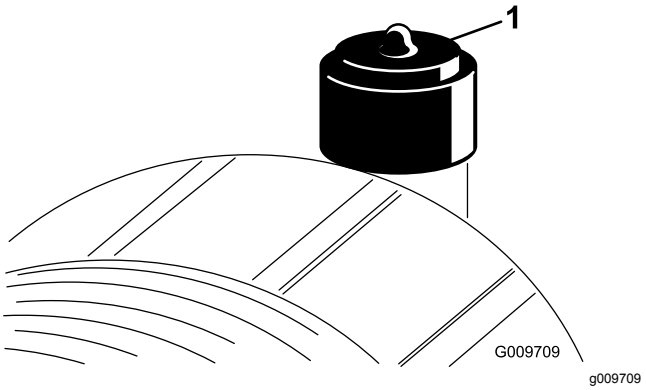

Figuur 49
Geef het luchtfilter uitsluitend een onderhoudsbeurt als de onderhoudsindicator (Figuur 49) dit aangeeft. Als u het luchtfilter vervangt voordat dit nodig is, wordt alleen maar de kans vergroot dat er vuil in de motor komt als u het filter verwijdert.
10. Stel de indicator (Figuur 49) opnieuw in als deze rood is.